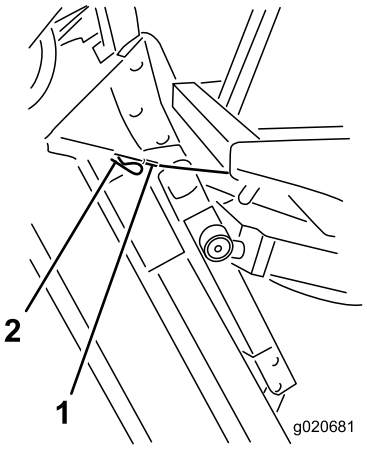

Figur 79
6. Fäst vajeränden på tappen på klippdäckets lyftarm och säkra den med hårnålssprinten samtidigt som du håller klippdäcket upprätt (Figur 79).